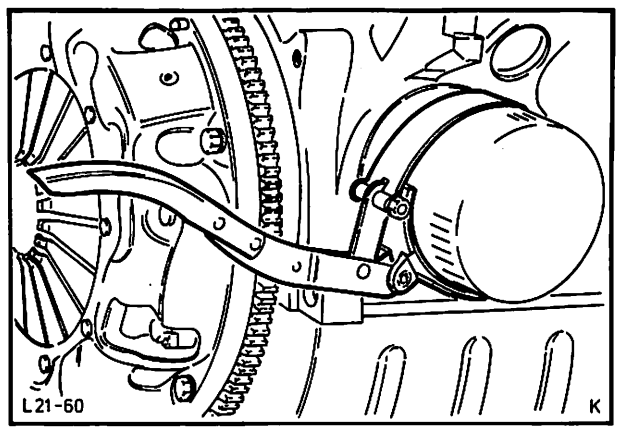

Abb. 83 Ölfilter mit Spannband abschrauben
2. Motoröl ablassen. Ölfilter mit handelsüblichem Ölfilterschlüssel abschrauben, Abb. 83. Ölmeßstab entfernen.